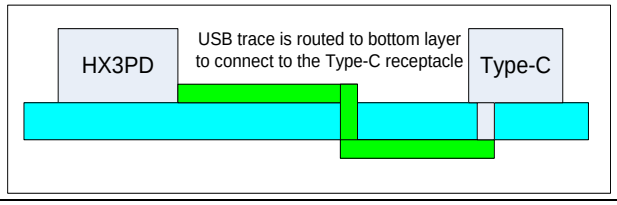

**Figure 40　Type-C レセプタクルの配置**
- Type-C レセプタクルを使用する場合は、Figure 40 に示すように、USB 信号ラインをレセプタクルとは反対側の層のレセプタクルピンに接続することを強く推奨します。例えば、Type-C レセプタクルを最上層に配置する場合、信号ラインは最下層のレセプタクルピンに接続する必要があります。これは、ピンスタブ (アンテナ) を防ぐためです。